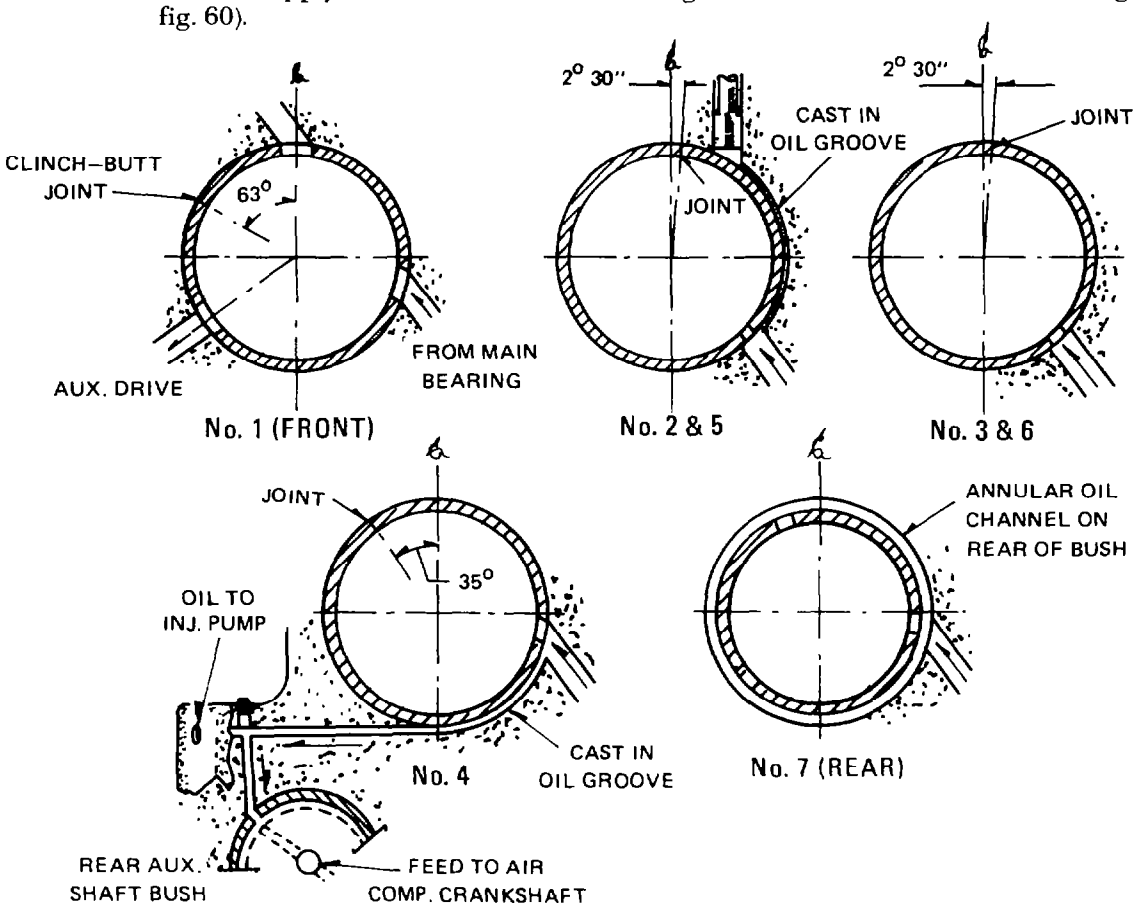

Fig. 60 — Camshaft Bearings — Oil Hole Alignment
4. The oil supply holes in the block must align with the oil holes in the bearings (see fig. 60).